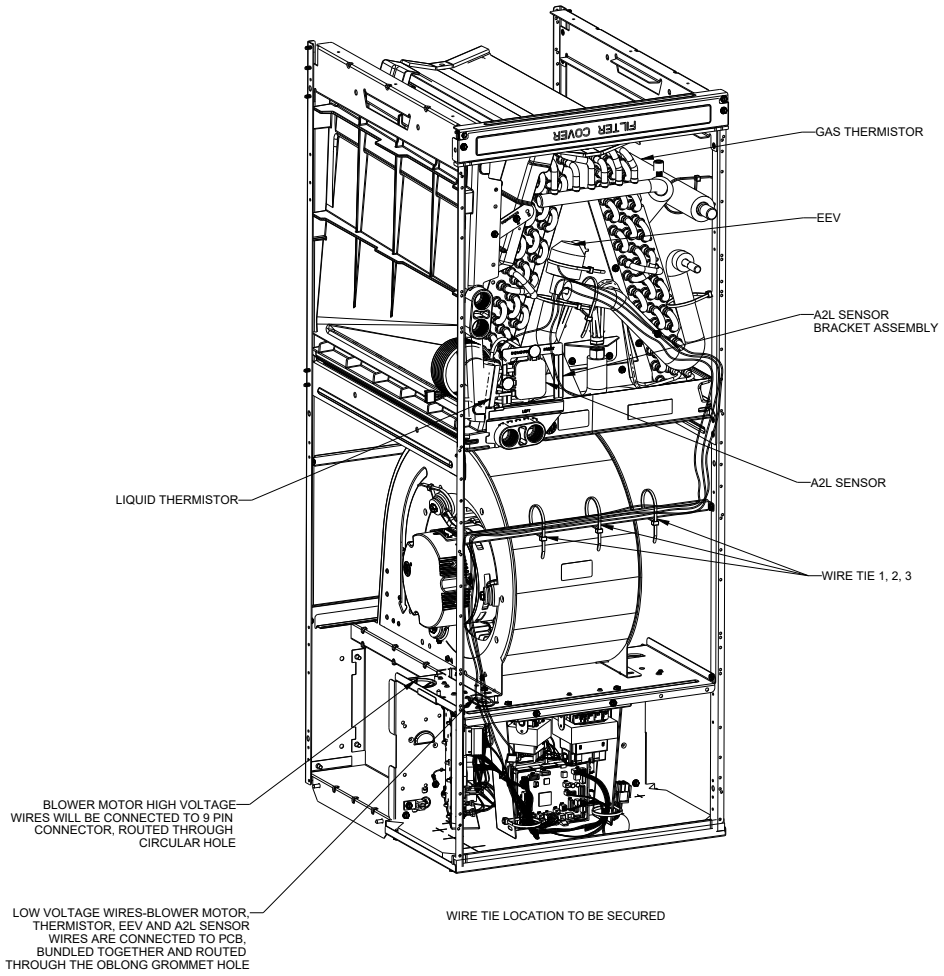

FIGURE 3
2. Before removing the coil, Cut Wire Tie 1, 2, and 3 shown in Figures 3 and 4 and disconnect sensor wires (Thermistor Wire Harness, A2L Sensor Wire Harness and EEV Wire Harness) from wire harnesses connectors connected to Printed circuit board as shown in Figure 6 and secure. Unbundled the wires by cutting Wire Tie.